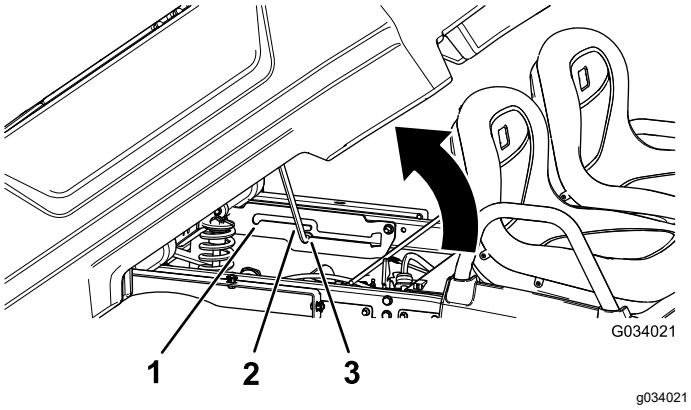

Figuur 12
2. Zet de steunstang in de borgsleuf van de stortstand om de laadbak vast te zetten in de stortstand (Figuur 12).
2. Trek de steunstang in de borgsleuf van de onderhoudsstand om de laadbak vast te zetten voor onderhoud (Figuur 12).
2. Neem de steunstang uit de palopening (Figuur 12).